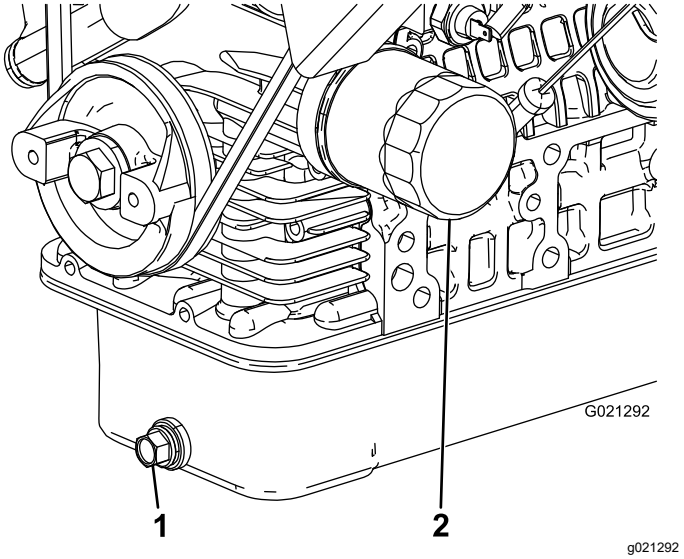

Figuur 37
2. Verwijder de aftapplug en laat de olie in een opvangbak lopen (Figuur 37).
4. Verwijder het oliefilter (Figuur 37).